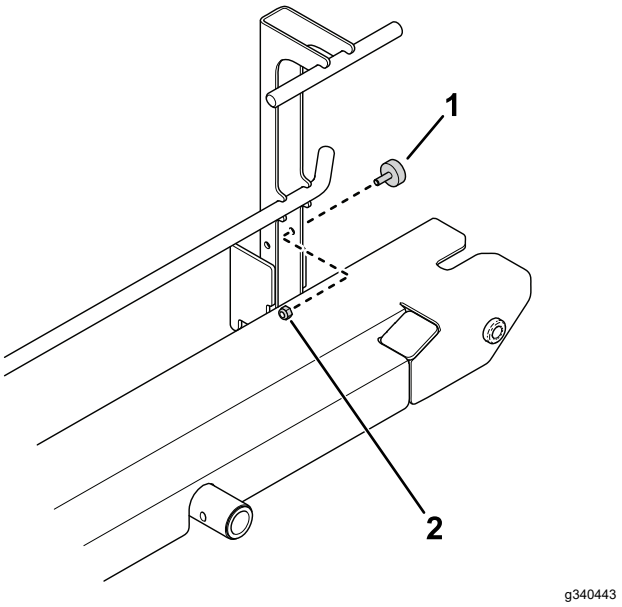

Figuur 11
3. Gebruik een moer (¼") om een bumper op de oprijplaat te monteren (Figuur 11).